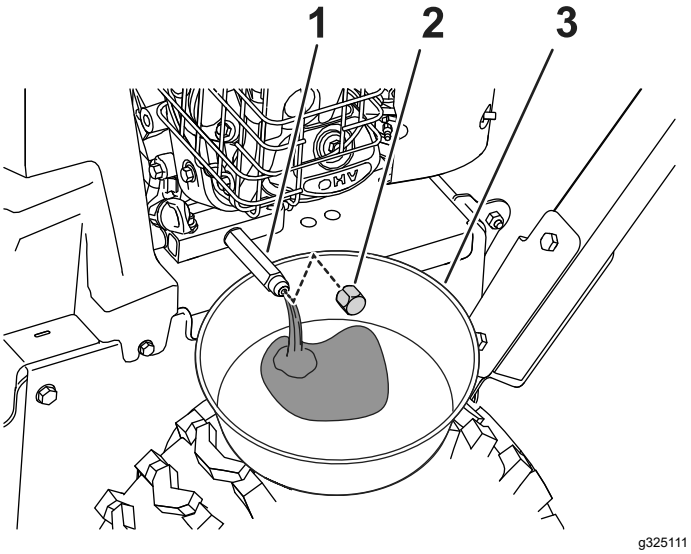

Figuur 29
1. Plaats een opvangvat onder de aftapper en verwijder de aftapdop (Figuur 29).